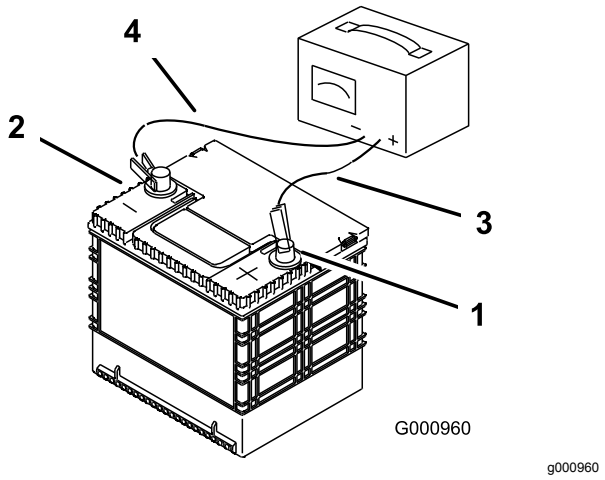

**Figur 65**
2. När batteriet är fulladdat ska laddaren kopplas bort från eluttaget först, och sedan ska laddningskablarna lossas från batteripolerna (Figur 65).